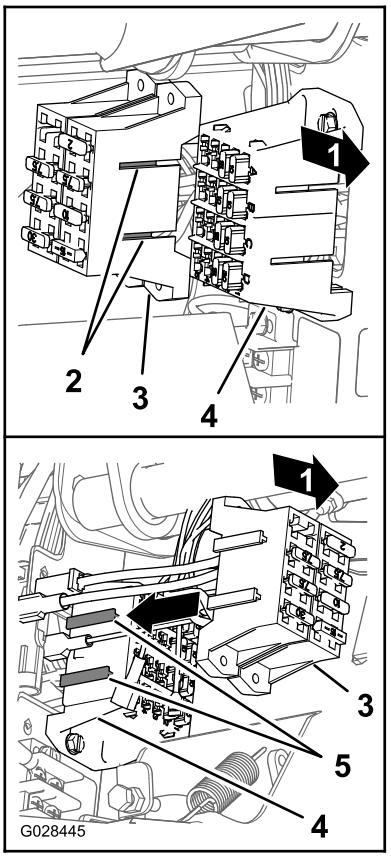

Figuur 26
4. Lijn de T-fittings van de zekeringhouder van de spuitmachine uit met de T-sleuven van de zekeringhouder voor de machine en schuif de zekeringhouder van de spuitmachine in de sleuven tot de zekeringhouder niet verder kan (Figuur 26).